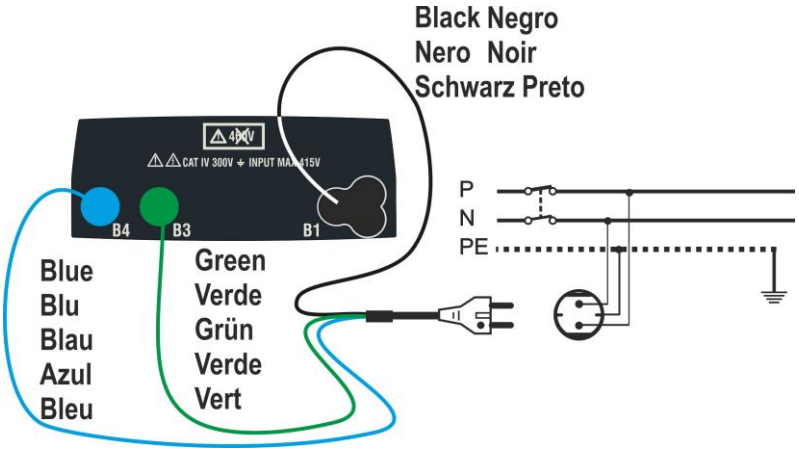
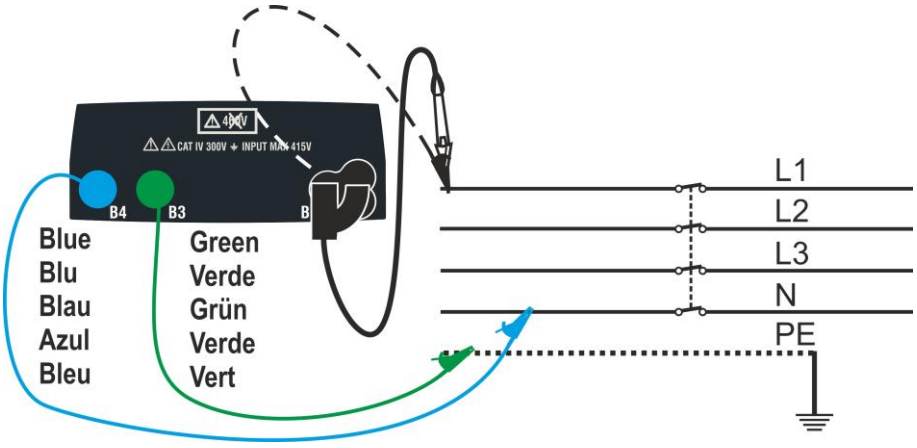

Fig. 8: Conexión del instrumento con toma de corriente
Fig. 9: Conexión del instrumento mediante cables y punta remota
2. Inserte los conectores verde, azul y negro del cable Schuko de tres pines en las entradas correspondientes B1, B3 y B4 del instrumento. Como alternativa, use los cables individuales y los cocodrilos. También es posible usar la punta remota insertando su conector multipolar en la entrada B1. Conecte la toma Schuko, los cocodrilos o la punta remota a la toma eléctrica según Fig. 8 o Fig. 9